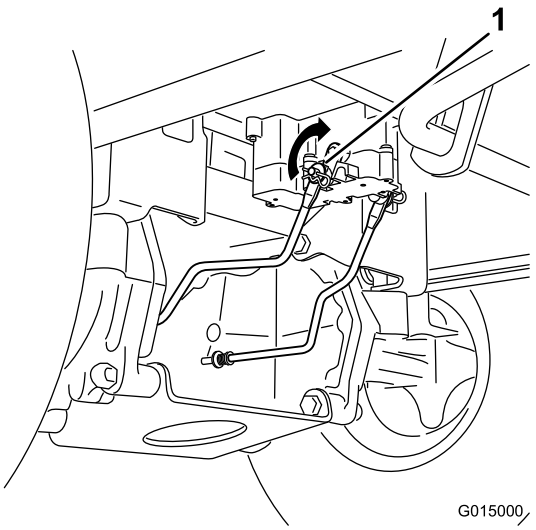

Figuur 48
1. Zoek de as van de elektrische rem waar de verbindingsarmen gekoppeld zijn (Figuur 48).